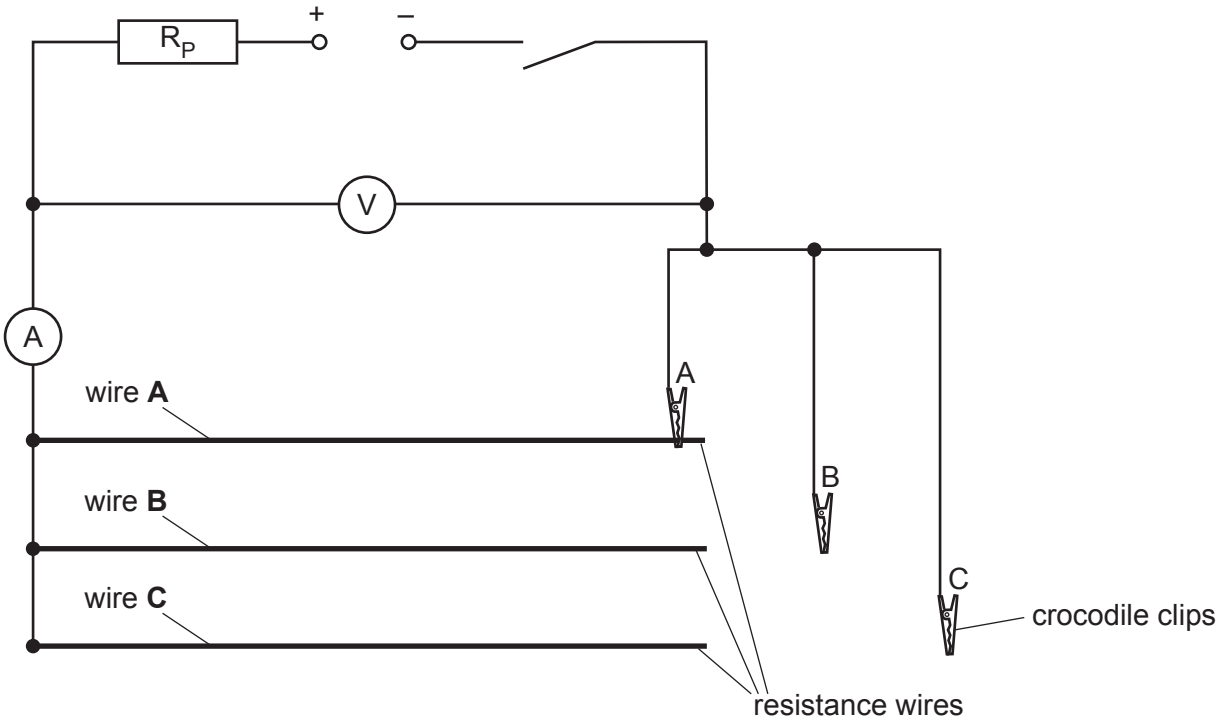

Fig. 2.1
(vi) Sufficient connecting leads to set up the circuit shown in Fig. 2.1.
2. The circuit is to be set up for candidates as shown in Fig. 2.1.